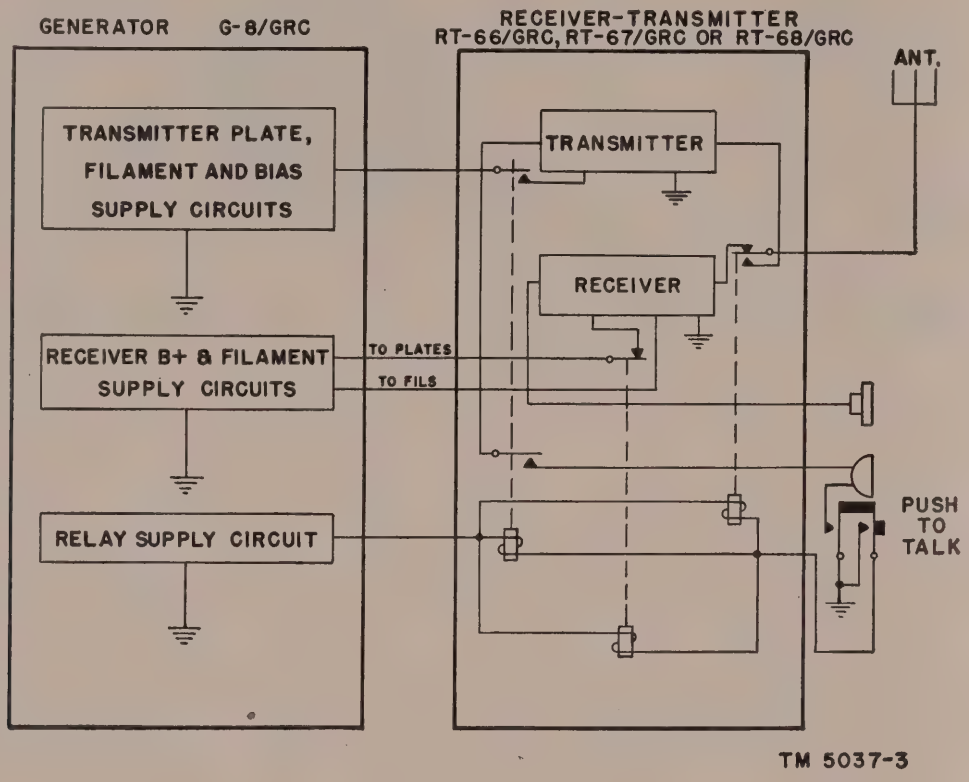
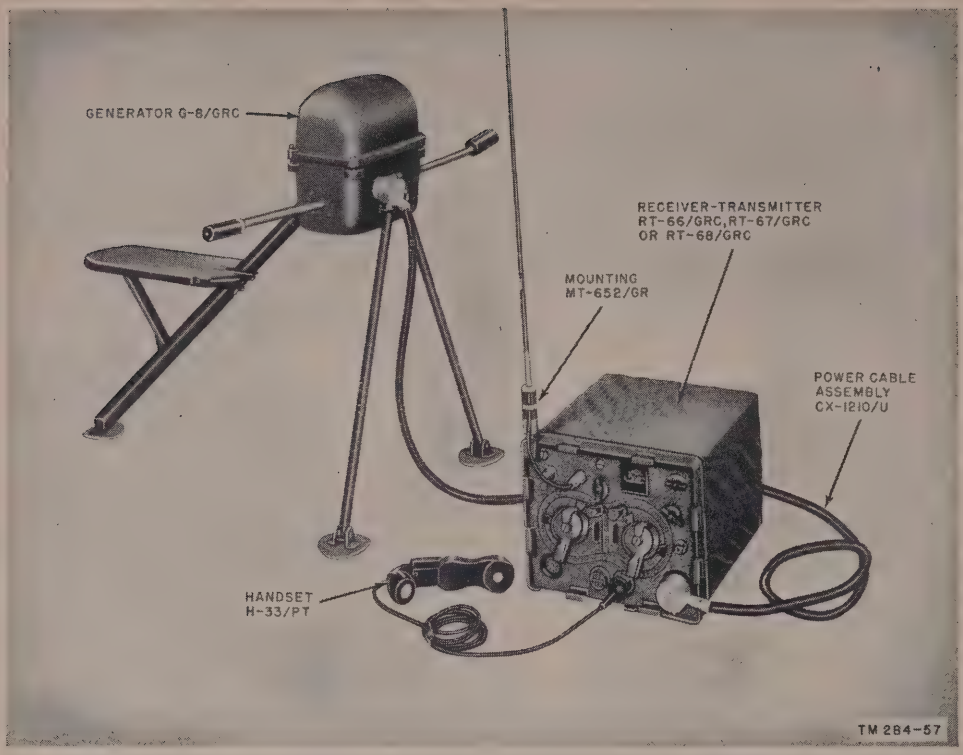

Figure 63. Auxiliary operation of Set 1, block diagram.
Figure 64. Field operation of Set 1 with Generator G–8/GRC.
(fig. 64)
b. Set up the generator and Set 1 as indicated in figure 64. Connect Power Cable Assembly CX–1210/U to the generator and the other end to the POWER IN connector on Set 1. (When Set 1 is used with Generator G–8/GRC alone, the generator supplies all the operating voltages for both the receiver and the transmitter. The block diagram (fig. 63) illustrates the function of the generator.